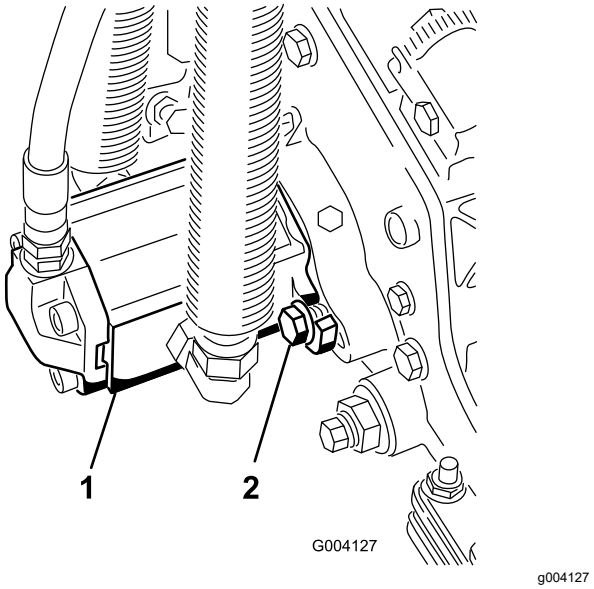

Figur 20
17. Installer motoren ved å rotere den med klokken slik at motorflensene går klar av skruene (Figur 20).